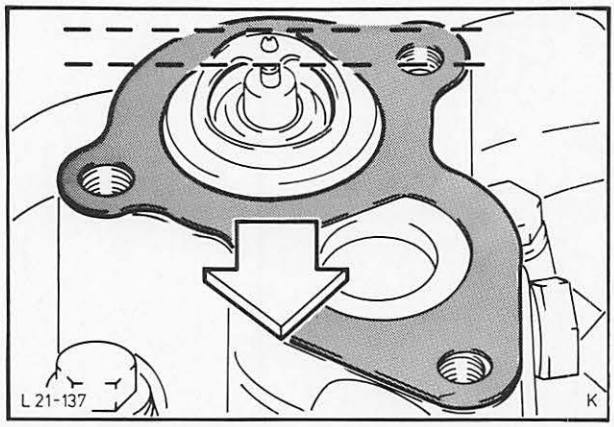

Abb. 187 Thermostat montieren
73. Zylinderkopfhauben montieren. Thermostat einsetzen und Wasserauslaßstutzen mit Dichtung montieren, Abb. 187. Vergaser-Zwischenflansch mit Dichtungen auflegen und Vergaser montieren.